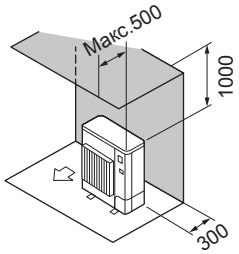

Fig. 2-3
② Окружающие предметы - только сзади и сверху (Fig. 2-3)